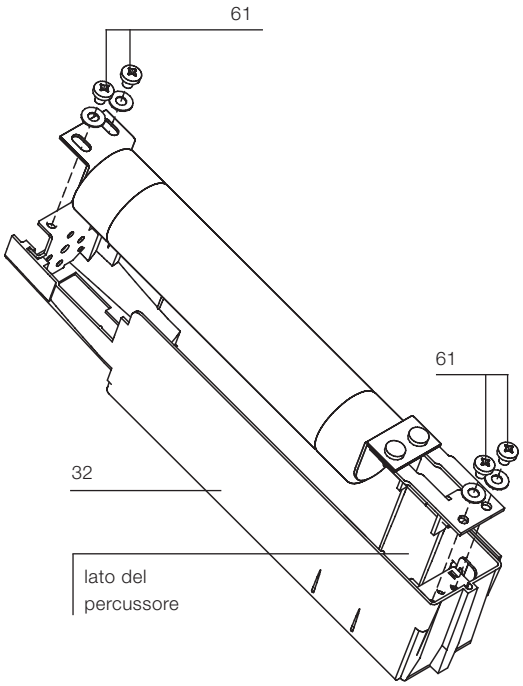

Fig. 20b
Il portafusibili (32) (fig. 20b) è predisposto per ospitare il fusibile con interasse di fissaggio di 553 mm, per taglie inferiori vengono forniti a richiesta tre adattatori, di seguito riportati:
- adattatore (51) per fusibili con interasse di fissaggio l = 235 mm
- adattatore (52) per fusibili con interasse di fissaggio l = 305 mm
- adattatore (53) per fusibili con interasse di fissaggio l = 454 mm.
b) Montaggio dei fusibili (fig. 20b)